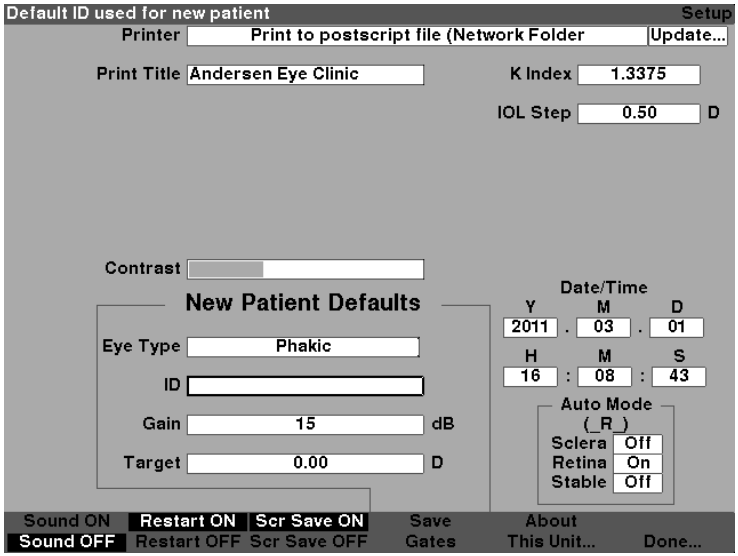

Figure 5-45 Default ID Field Selected
1. Within the Setup Screen, rotate the knob to select the Default ID field, indicated by a solid black border as shown in figure 5-45.